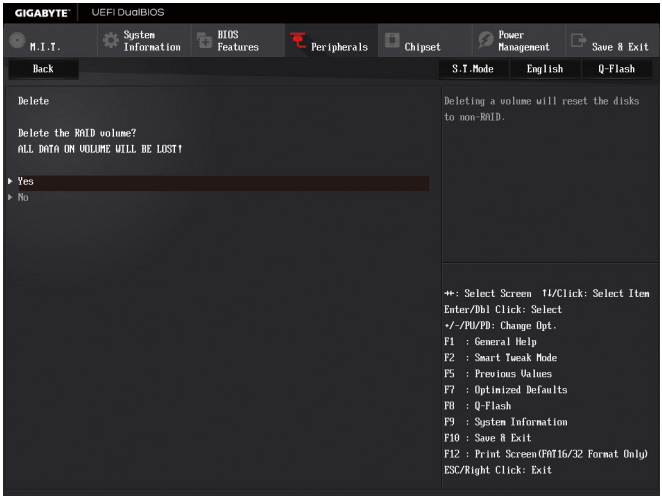

图8
若要清除已建立的磁盘阵列，请至「Intel(R) Rapid Storage Technology」画面，在要清除的磁盘阵列上按<Enter>进入「RAID VOLUME INFO」画面。接着在「Delete」选项上按<Enter>键进入删除画面。要删除磁盘阵列，请在「Yes」项目按<Enter>键(图8)。